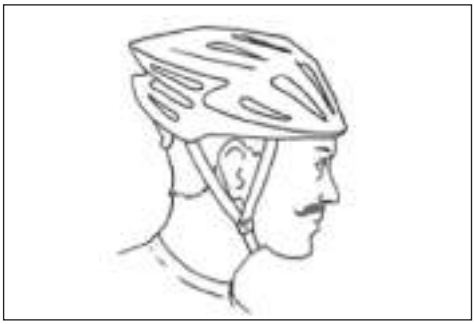

Рис. 1. Велосипедный шлем
1. Всегда надевайте велосипедный шлем (рис. 1), соответствующий последним стандартам безопасности, а также Вашим персональным требованиям в зависимости от стиля катания. Часто травмы, получаемые при езде на велосипеде, — это травмы головы, которых можно было бы легко избежать, используя соответствующую защиту. Всегда следуйте инструкции производителя шлема по правилам эксплуатации.